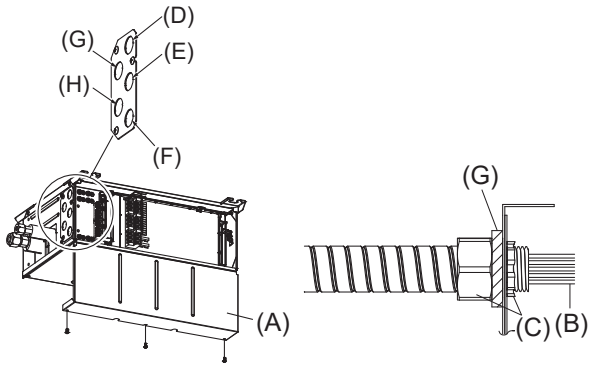

Fig. 8-5
8.3. When using wiring conduit (Fig. 8-5, 8-6, 8-7)